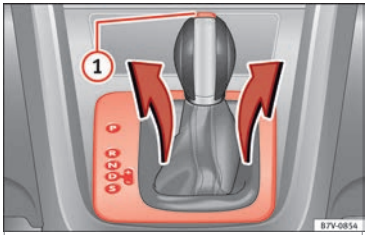

Bild 50 Ta bort fodret vid växelindikatorn
- Dra upp skyddet runt dammskyddet på växelväljarspaken **»» bild 50**.
- Tryck på låsknappen **»» bild 50** (1) på växelväljarspakens knopp och ställ väljarspaken i **N**-läget.